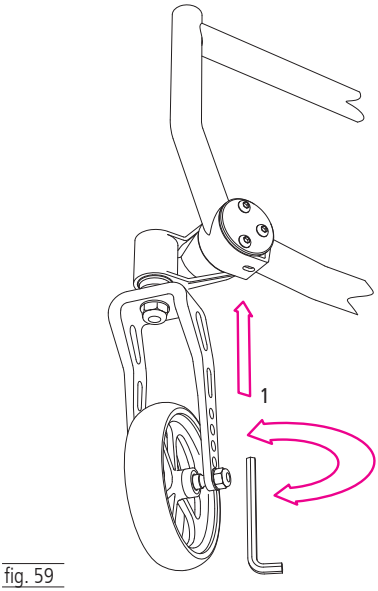
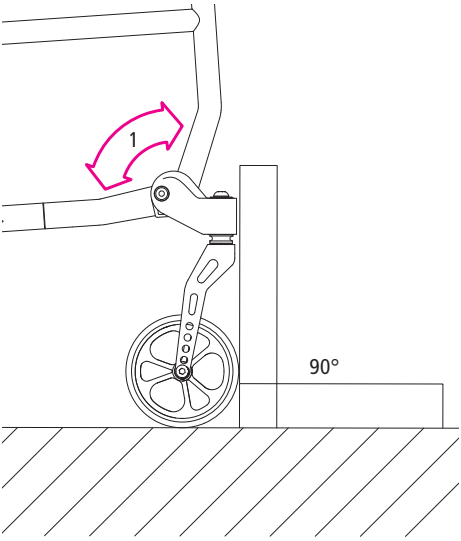

fig. 59
fig. 60
2. È possibile introdurre nell'alloggiamento del braccio solo un cacciavite a brugola da 5 mm attraverso e regolare l'angolo (1, fig. 60) tramite rotazione (1, fig. 59).